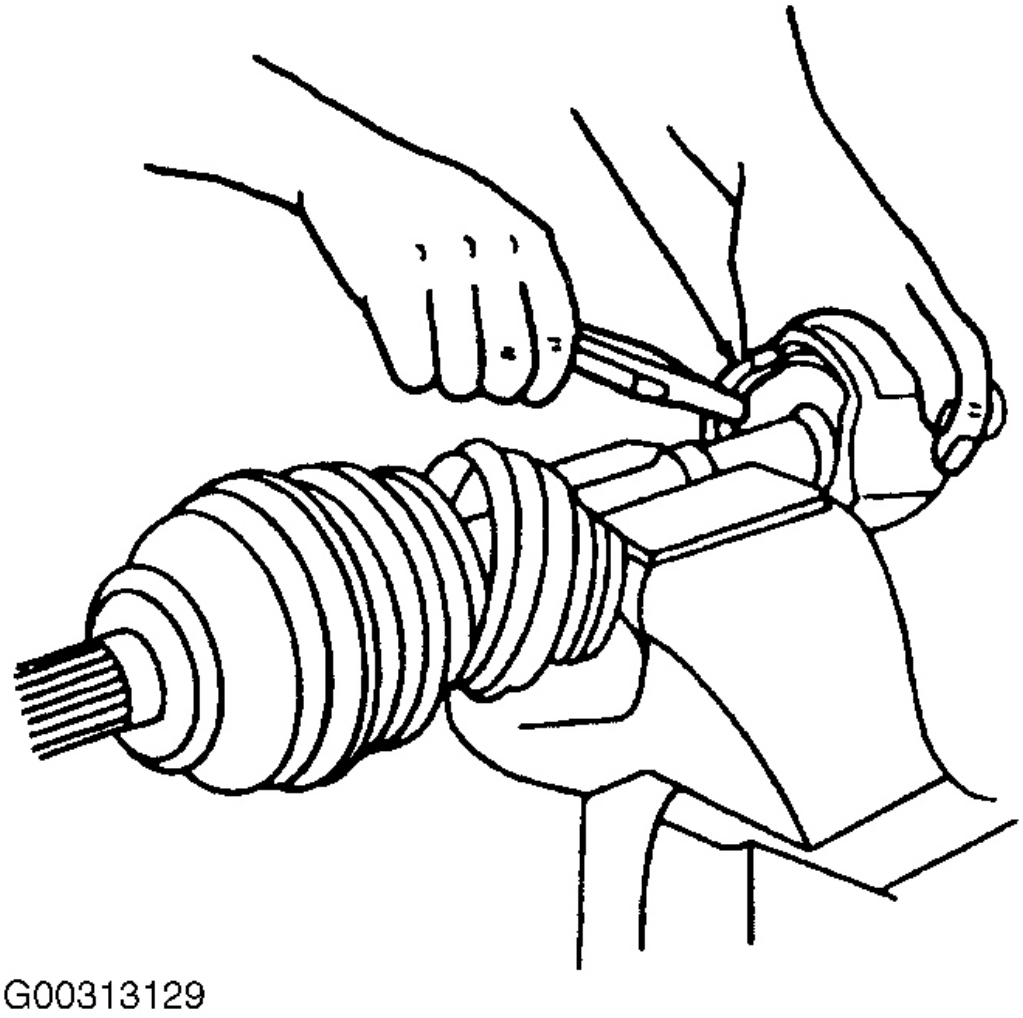

Fig. 13: Extracción e instalación del anillo de alambre retenedor de cojinete
3. Retirar el retenedor de cojinete anillo de alambre. Ver La Fig. 13 .
14. Instalación de la carcasa trípode sobre la articulación trípode e instalar el retenedor de cojinete anillo de alambre. Ver **La Fig. 13** .